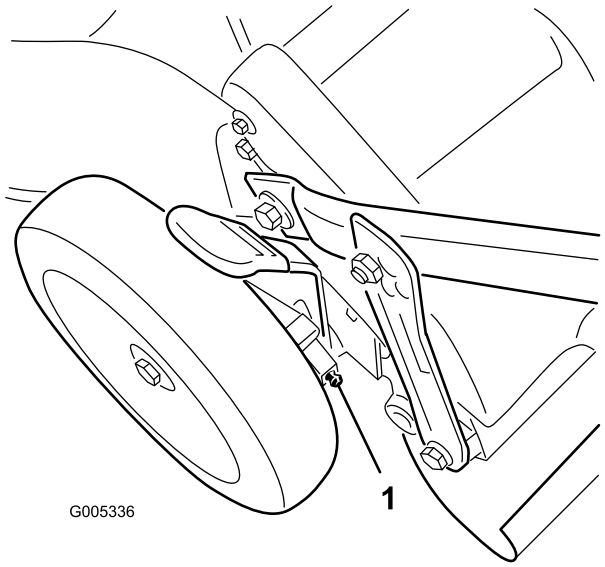

Figure 24
1. Wipe the grease fittings just inside the rear wheels with a clean rag (Figure 24).